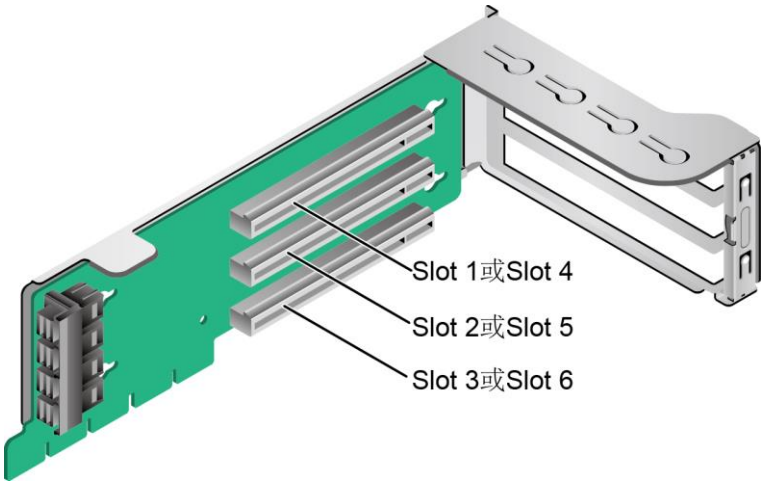
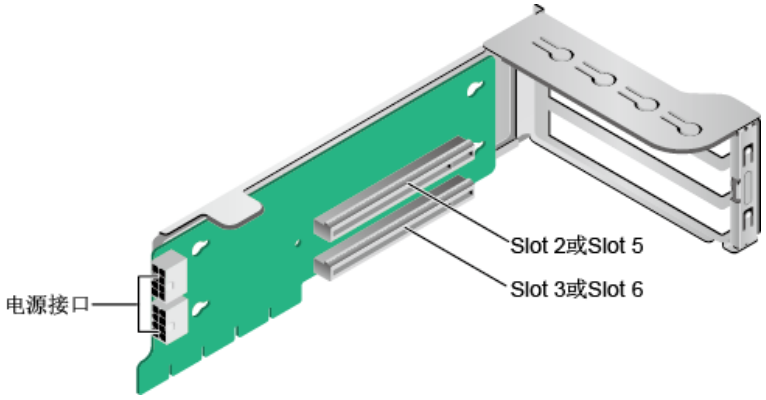
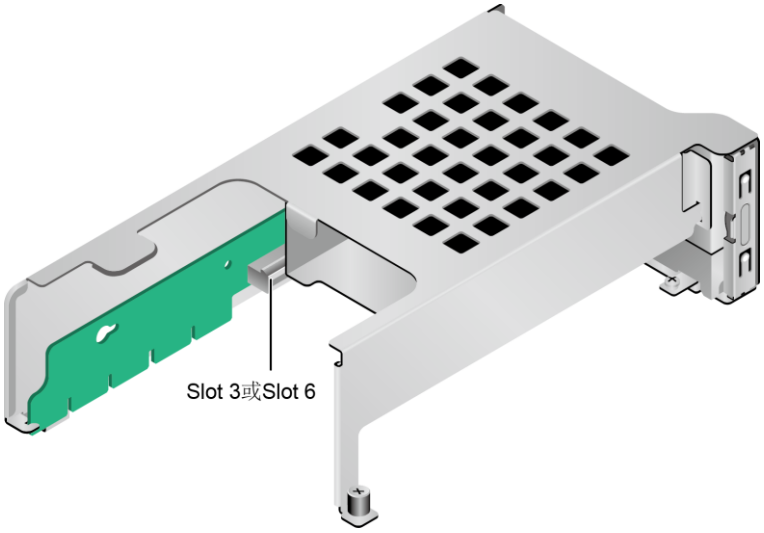
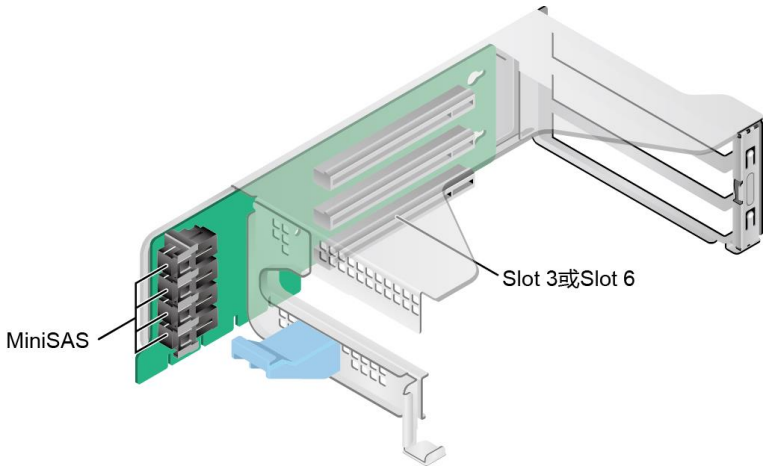

图 4-9 Riser 卡 1（3x8）
图 4-10 Riser 卡 2（1x8+1x16）
图 4-11 Riser 卡 3（1x16）
图 4-12 Riser 卡 4（SAS Riser）
IO 模组 1 和 2 支持的 Riser 卡如图 4-9、图 4-10、图 4-11 和图 4-12 所示。
- 当图 4-9 中 Riser 卡可以安装在模组 1 或者模组 2 上，安装在 IO 模组 1 时，PCIe 槽位为 Slot 1~Slot 3，当安装在 IO 模组 2 时，PCIe 槽位为 Slot 4~Slot 6。
- 图 4-10 支持全高全长双宽 GPU 卡，当 Riser 卡安装在 IO 模组 1 时，PCIe 槽位为 Slot 2 和 Slot 3，当安装在 IO 模组 2 时，PCIe 槽位为 Slot 5 和 Slot 6。
- 当 IO 模组 1 和 IO 模组 2 分别配置 2*2.5 英寸后置硬盘时，IO 模组 1 和 IO 模组 2 可同时支持安装 x16 提升卡，如图 4-11 所示。当 Riser 卡安装在 IO 模组 1 时，PCIe 槽位为 Slot 3，当安装在 IO 模组 2 时，PCIe 槽位为 Slot 6。
- 图 4-12 中 SAS Riser 卡可以安装在模组 1 或者模组 2 上，默认安装在 IO 模组 2 上。安装在 IO 模组 1 时，占用 Slot 1~Slot 3 的 PCIe 槽位，其中 Slot1，Slot2 无输出，Slot3 支持 x8 信号；安装在 IO 模组 2 时，占用 Slot 4~Slot 6 的 PCIe 槽位，其中 Slot4，Slot5 无输出，Slot6 支持 x8 信号。